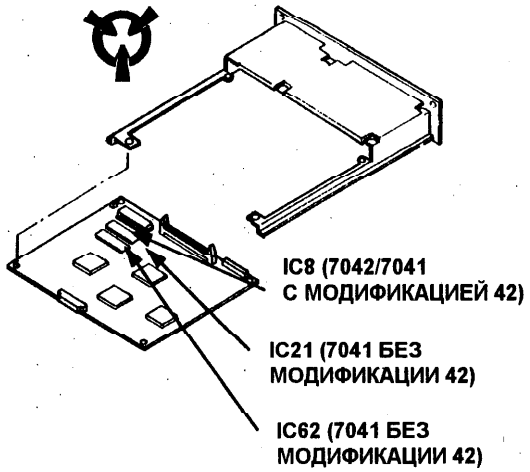

Рис. 2. Микросхемы ЭППЗУ
6. Снимите микросхемы ЭППЗУ (электрически перепрограммируемое запоминающее устройство) (Рис. 2).